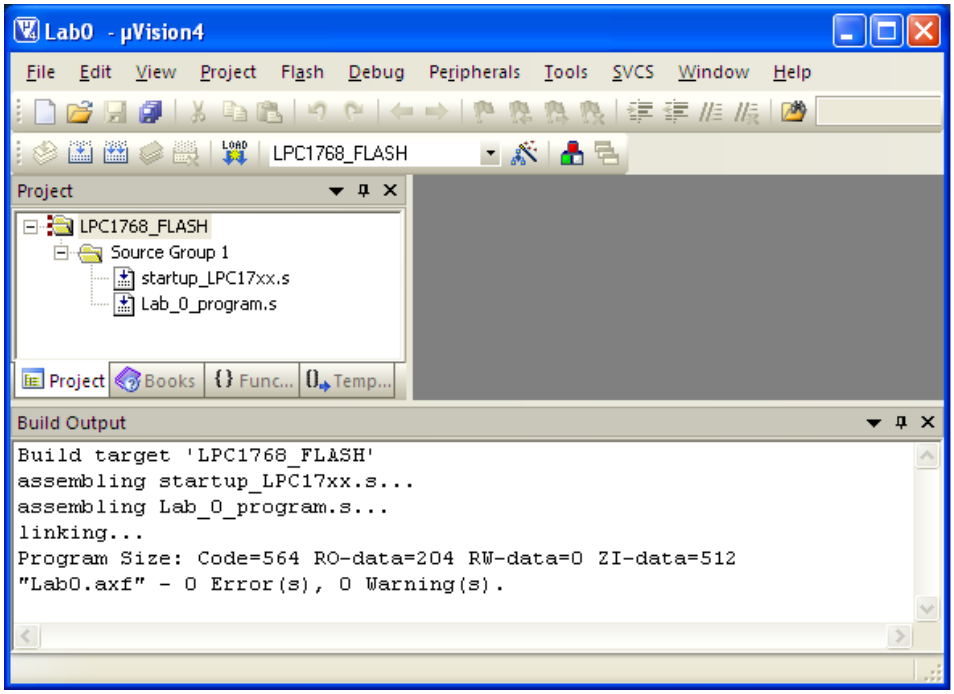

Figure 1.3 – Building the target [5]
10. Next, double-click on Target 1 (or click once on the + symbol) to show the files under the target. Your screen should now match Figure 1.3